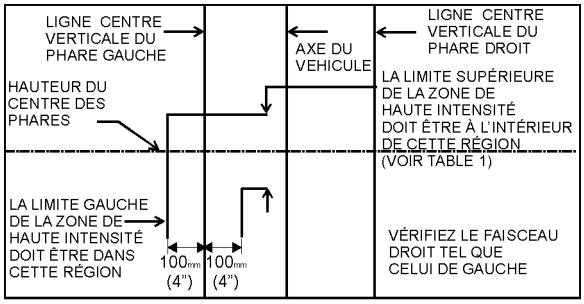

FIGURE 85 : LIMITES D'INSPECTION D'ORIENTATION DES FEUX DE CROISEMENT
7. Les limites d'inspection en verticale pour les feux de croisement ou les feux de croisement d'un projecteur à double faisceau sont tels que décrits dans le tableau 1. Dans le sens horizontal, le bord gauche de la zone longue portée doit être situé de 10 cm (4 po) à gauche à 10 cm (4 po) à droite de l'axe vertical du faisceau. L'écran de réglage doit être situé 7,6 m (25 pi) devant le véhicule (Figure 85).